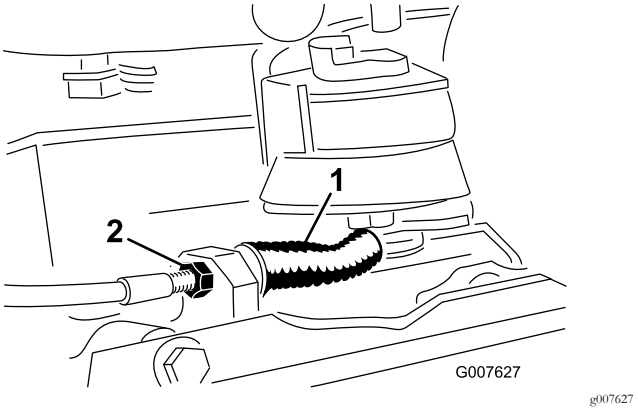

**Figur 34**
- For at mindske bremskabelspændingen skal du løsne kablets forreste kontramøtrik og stramme den bageste kontramøtrik (Figur 34). Gentag trin 1 og 2, og juster spændingen om nødvendigt.
- For at øge bremskabelspændingen skal du stramme kablets forreste kontramøtrik og løsne den bageste kontramøtrik (Figur 34). Gentag trin 1 og 2, og juster spændingen om nødvendigt.